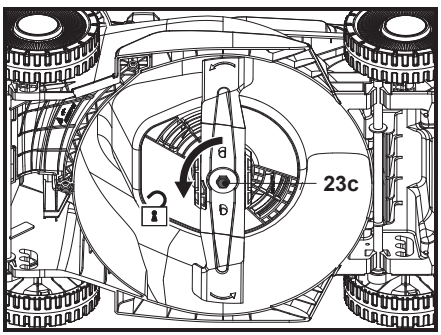

Fig. 17
1. Mantenha a parte inferior e a lâmina de corte (23) limpas e sem detritos. Remova as aparas de relva da conduta de descarga traseira (22).
3. Mantenha a lâmina de corte (23) afiada para garantir um bom desempenho de corte. Substitua a lâmina de corte gasta ou danificada por uma nova do mesmo tipo, ou solicite o afiamento a um especialista qualificado.
4. Desaperte o parafuso de fixação (23c) para a esquerda com uma chave de impacto elétrica adequada (tamanho da chave de 13 mm) (Fig. 17) e retire-o juntamente com a anilha plana (23b) e a lâmina de corte (23).